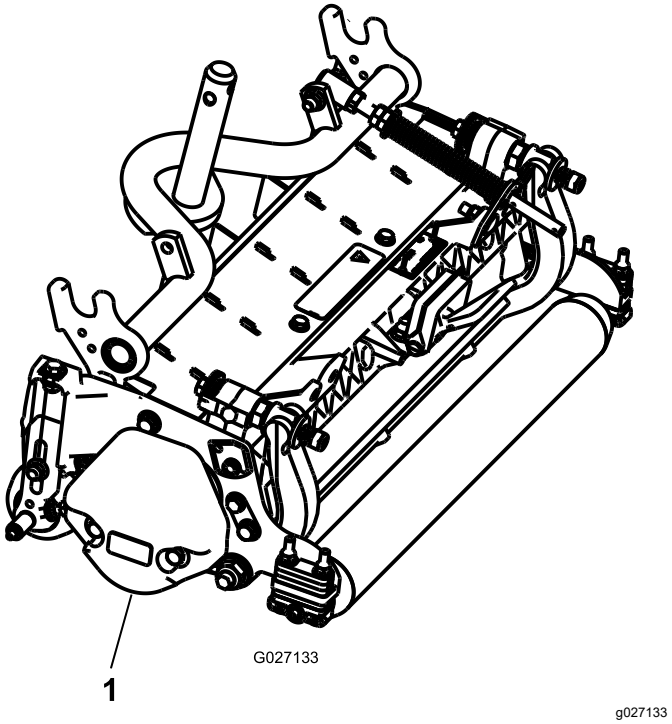

Figur 7
3. Sørg for, at kontravægten (Figur 7) er monteret i den korrekte ende af klippeenheden som beskrevet i klippeenhedens *betjeningsvejledning*.